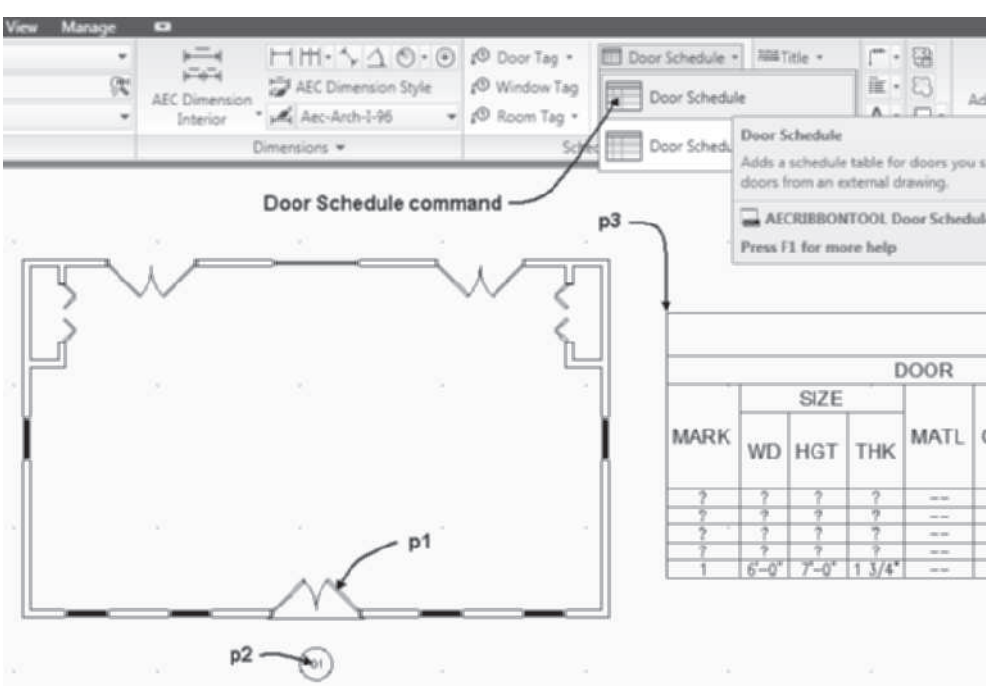

FIGURE 11.83 *Door schedule placed in the drawing*
`Select object to tag:` *(Select the front door at* `p1` *as shown in Figure 11.83.)*
`Specify location of tag <Centered>:` *(Select a location at* `p2` *as shown in Figure 11.83.)*
7. Select **Door Schedule** from the Door Schedule flyout of the Scheduling panel. Edit the Design tab of the Properties palette as follows: Style = **Door Schedule**, Scale = **96.00 [100]**, Update automatically = **yes**, Add new objects automatically = **yes**, Scan xrefs = **yes**, Scan block references = **yes**, and Layer wildcard = *****. Respond to the following workspace prompts to place the schedule as shown in Figure 11.83.
`Upper-left corner of table:` *(Select a point near* `p3` *as shown in Figure 11.83.)*